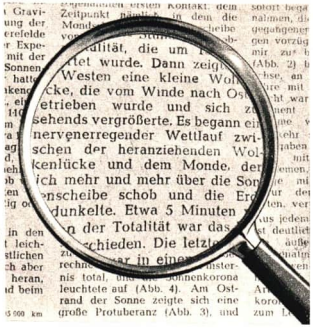
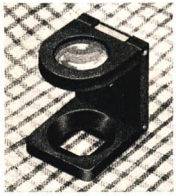

Abb. 65. Durchsicht durch ein Leseglas
Abb. 66
1. Die Lupe. Wir haben in § 5,3 erfahren, daß beim Betrachten eines Gegenstandes durch eine Sammellinse ein virtuelles, vergrößertes, aufrechtes Bild entsteht, wenn der Gegenstand innerhalb der einfachen Brennweite der Linse liegt (vgl. Abb. 38). Diese Eigenschaft der Sammellinse, vergrößerte Bilder zu erzeugen, ermöglicht es uns, an einem Körper Einzelheiten zu erkennen, die wir mit bloßem Auge schwer oder gar nicht sehen können. Solche Vergrößerungsgläser bezeichnet man als *Lupen*. Je nach ihrem Verwendungszweck werden sie mit einer Vorrichtung zum Aufstellen oder mit einem Handgriff versehen. Aus Abb. 65 ist die Wirkung eines *Leseglases* zu ersehen. Abb. 66 zeigt uns eine *Fadenzähllupe*, wie sie in Webereien verwendet wird. In Abb. 67 sehen wir eine *binokulare Kopflupe*, ein Erzeugnis des Carl-Zeiss-Werkes. Sie wird durch ein Kopfband gehalten, ermöglicht die gleichzeitige Beobachtung mit beiden Augen und läßt dem Benutzer die Hände zur Arbeit frei. Andere Lupen, die die Uhrmacher und Feinmechaniker bei ihrer Arbeit benutzen, lassen sich mit ihrem Gehäuse vor das Auge klemmen.